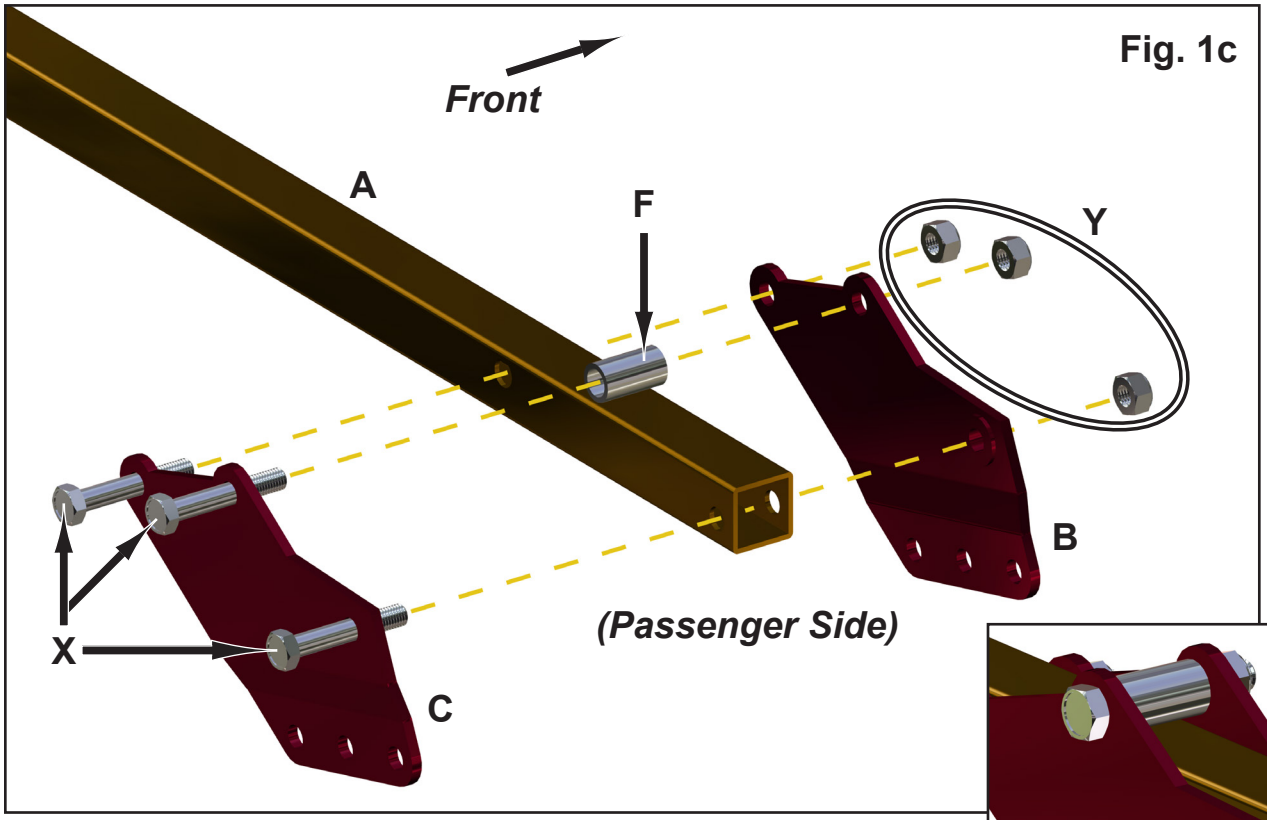

Fig. 1c
5. Determine lift setting and install Shocks to Front Brackets with stock hardware. See Page 6, Fig. 1c.